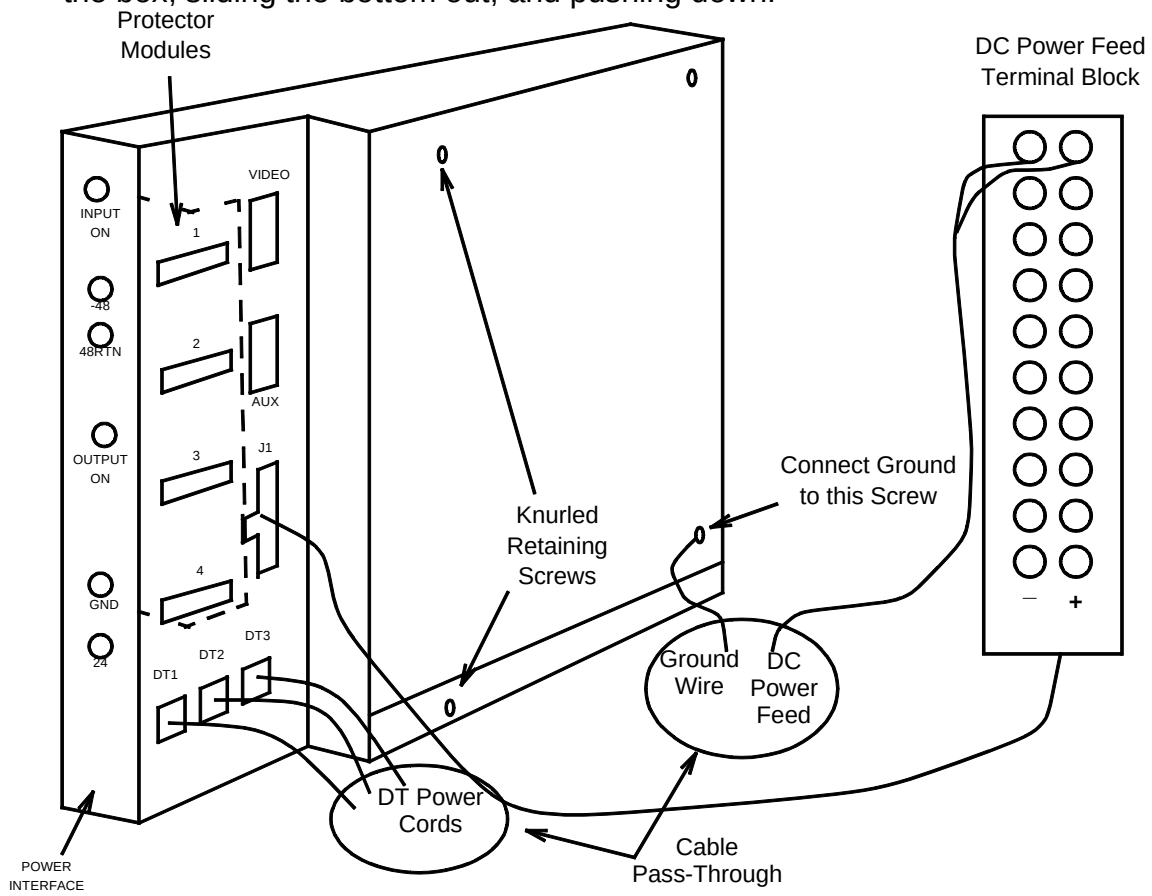

**Figure 2 – DC Power Interface Connections**
3. Verify or make connections to the DC power module (Figure 2) as follows: